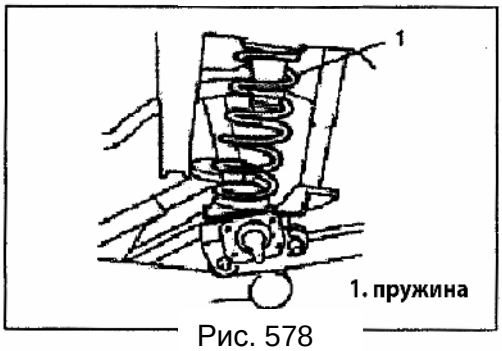

Рис. 578
12) Снимите пружины подвески (Рис. 578).